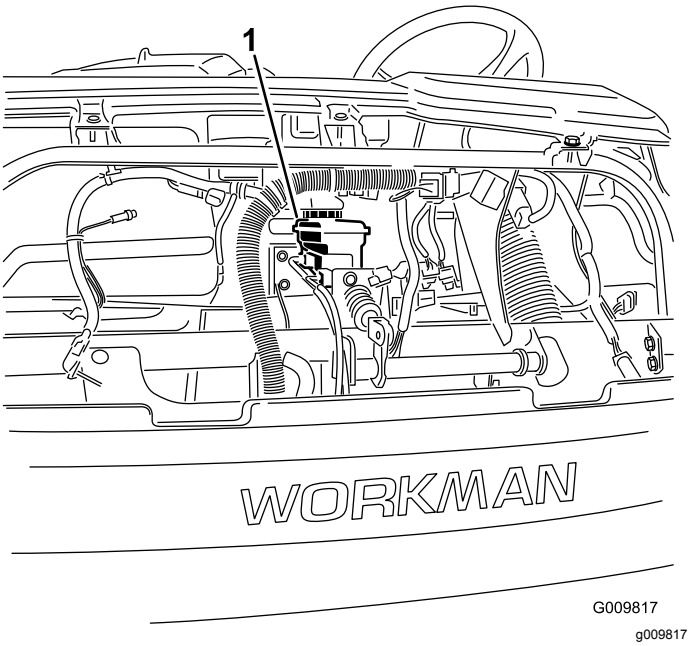
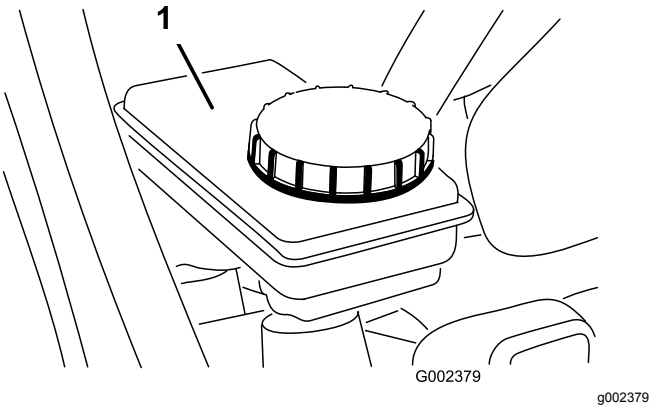

**Figur 72**
**Figur 73**
5. Sjekk væskenivået i bremsevæskebeholderen (Figur 72 og Figur 73).
A. Rengjør området rundt beholderens lokk (Figur 73).
B. Fjern beholderens lokk (Figur 73).
C. Fyll på spesifisert bremsevæske til Full-linjen på beholderen (Figur 73).
D. Sett på lokket (Figur 73).